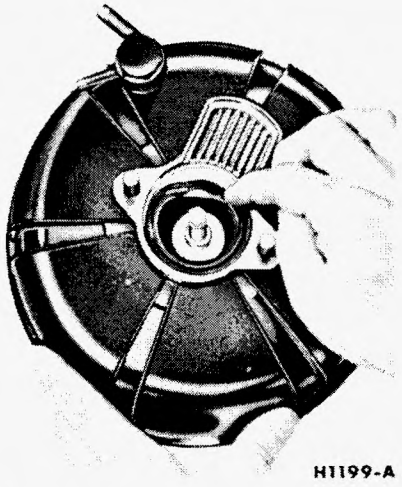

FIG. 52—Separation of Bellows, Control Valve, and Diaphragm Assembly from Booster Body
3. Push the bellows assembly into the vacuum chamber (Fig. 52), and separate the bellows, control valve and diaphragm assembly from the booster body.
7. Pull the front lip of the bellows through the booster body and position it around the outer groove of the booster body (Fig. 52).